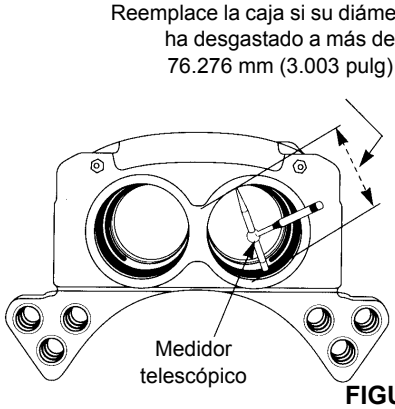

FIGURA 8-23
3. Mida el diámetro de la cavidad de la caja. Reemplace la caja si su diámetro se ha desgastado a más de 3.003 pulg (76.276 mm). Consulte la (Figura 8-23).